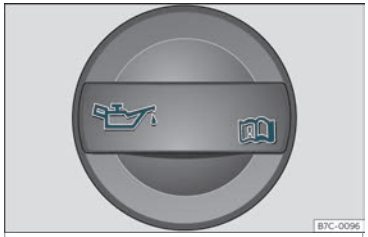

Fig. 259 Tapón da boca de carga de aceite do motor no van motor.
- Desenrosque o tapón da boca de carga de aceite do motor ››› fig. 259.